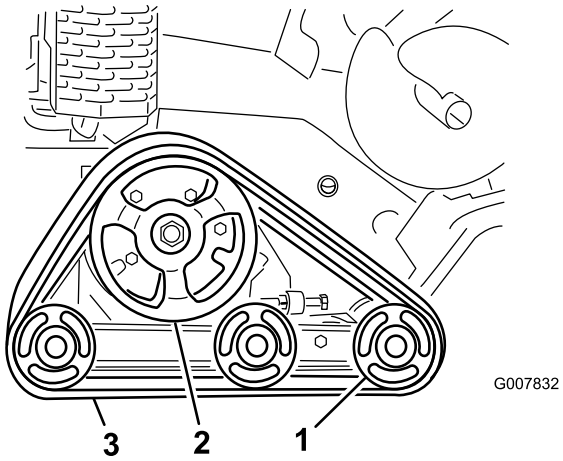

**Figur 46**
**Viktigt: Rengör väghjulen och drevet helt och hållet (Figur 46).**